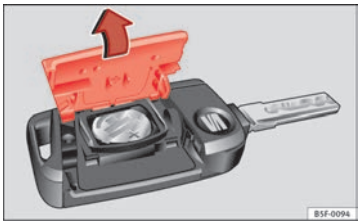

Fig. 48 Chave do veículo: abertura da tampa do compartimento da pilha.
- Retire a tampa na parte traseira da chave do veículo ⇒ Fig. 48 na direcção da seta ⇒ ⓘ.
- Coloque a tampa na carcaça da chave do veículo, pressionando-a tal como se mostra ⇒ Fig. 48, no sentido contrário ao da seta, até que encaixe.